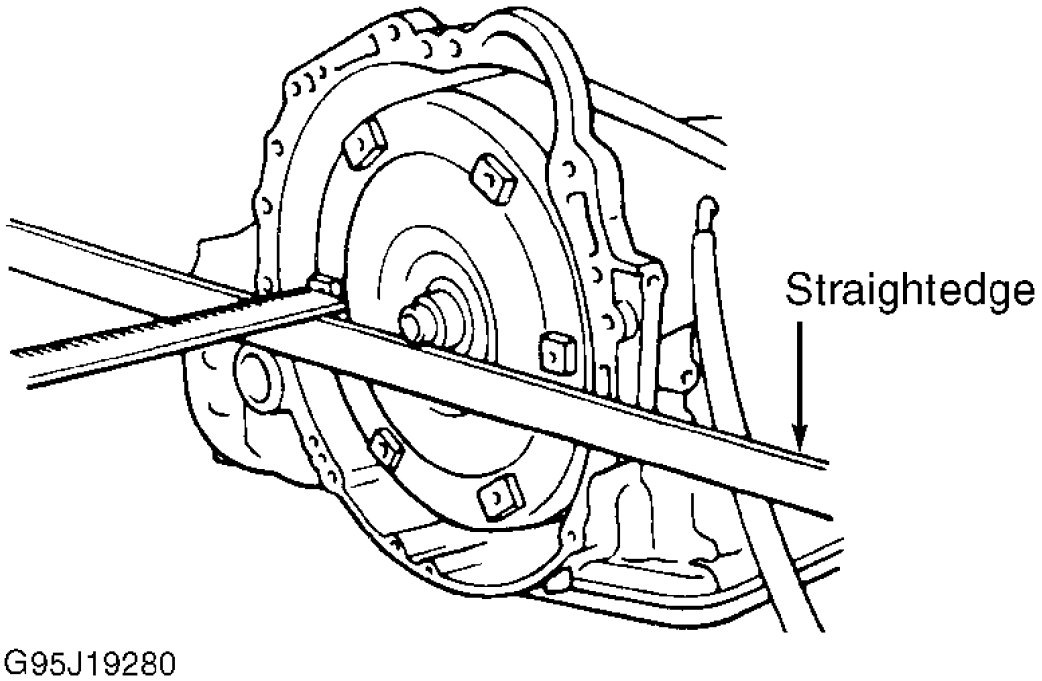

Fig. 72: Measuring Torque Converter Installed Depth
28. On all transaxles, install cooler line union and elbow. Install elbow at right angles to bottom of case. Install torque converter. Ensure converter is full of ATF before installation. Check installed position by measuring installed depth from edge of case. See **Fig. 72** . Distance should be .539" (13.7 mm).